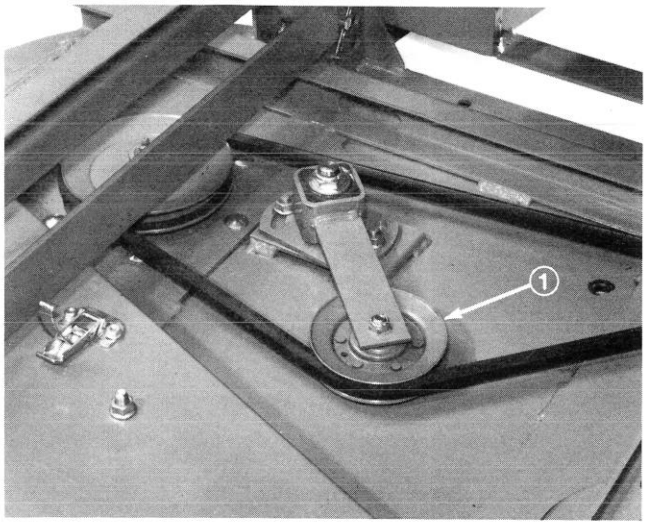

Figure 45
3. Loosen two nuts securing idler plate so tension of the idler pulley against the belt is released (Fig. 45).